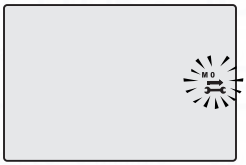

Fig. 9.5
N.B.: The flashing symbol in Fig. 9.5 is not an error. The boiler continues to run normally but it indicates the expiry of the maintenance period.